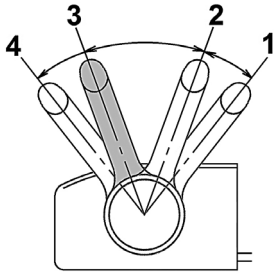

Рис. 12 Режим холостого хода
1. Переведите рычаг газа в положение «3» (режим холостого хода) (Рис. 12).